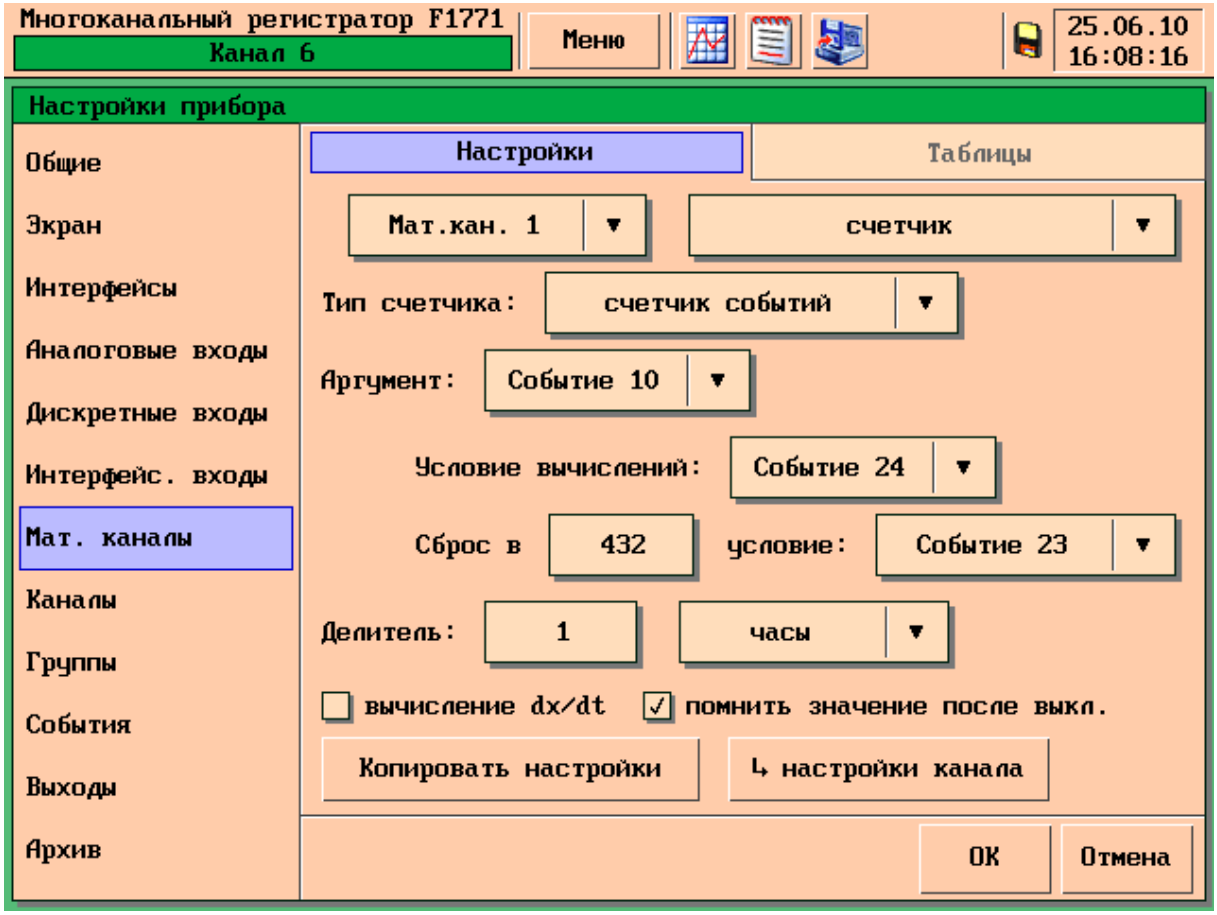

Рисунок 64 – Раздел меню «Мат. каналы» тип «Счётчик», тип счётчика «Счётчик событий»
– «счётчик событий» – в качестве аргумента такого счётчика может выступать любое из 32 событий, см. рисунок 64.
Если установлен тип счётчика «Счётчик событий» (см. рисунок 64), то МК вычисляет время, в течение которого событие, являющееся его аргументом, находилось в состоянии «1». Если событие-аргумент счётчика имеет признак «однократное» (см. 5.11.8), то счётчик будет подсчитывать количество срабатываний события.